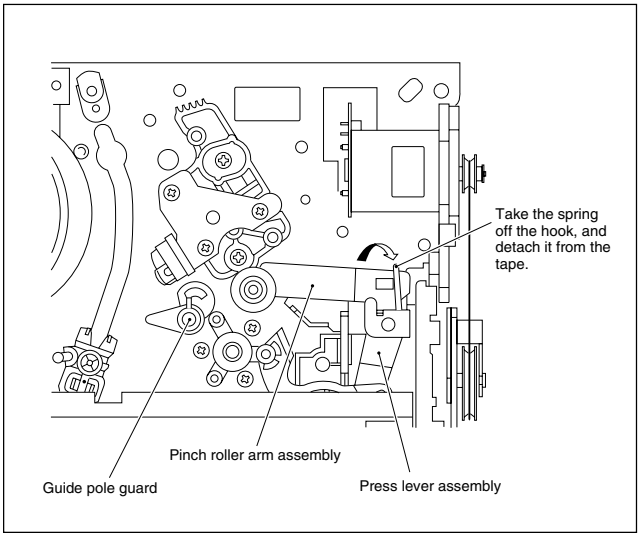

Fig. 2-1-3d
(3) Take the spring of the pinch roller arm assembly off the hook of the press lever assembly, and detach it from the tape. (See Fig.2-1-3d.)
(4) In the same way as in the electrical failure instructions in 2.1.3-1(5), remove the top guide.
(5) Raise the cassette tape cover. By keeping it in that position, draw out the cassette tape case from the cassette holder and take out the tape.
(6) By hanging the pinch roller arm assembly spring back on the hook, take up the slack of the tape into the cassette.